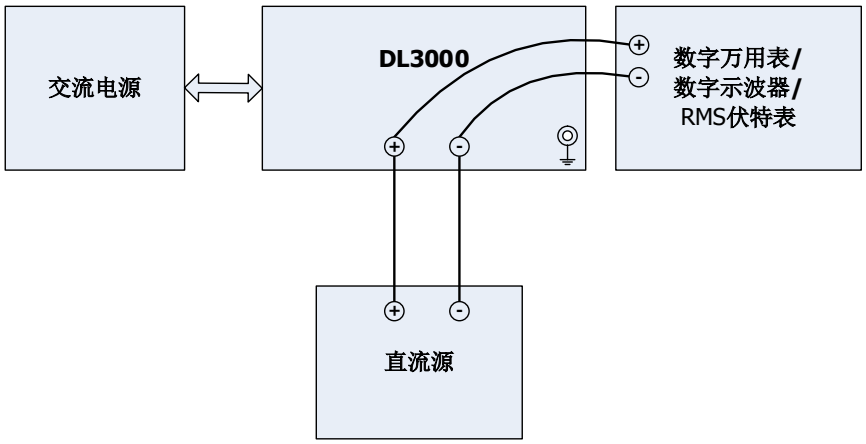

图 2-2 恒压测试连接
执行测试之前，请根据所在国家的市电电压值，通过电子负载后面板“电压选择器”选择合适的电压（本手册中的测试均以选择 230 Vac 为例）。在常温（25℃左右）状态下，使用“**推荐的测试设备**”一节所推荐的设备按图 2-2 所示进行连接。测试过程中，请根据电子负载后面板“电压选择器”已选择的电压设置交流电源的电压值。
1. 关闭 DL3031A，按照图 2-2 所示连接 DL3031A、交流电源、直流源和数字万用表（请注意 DL3031A 的通道输入端子和数字万用表的连接方法），并使用 USB 数据线通过电子负载后面板的 USB DEVICE 接口将电子负载与计算机相连。